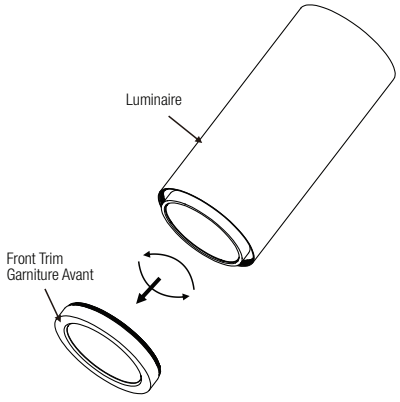

**Fig. 2a**
1. Unscrew the front trim (Fig. 2a).
1. Dévisser la garniture avant (Fig. 2a).